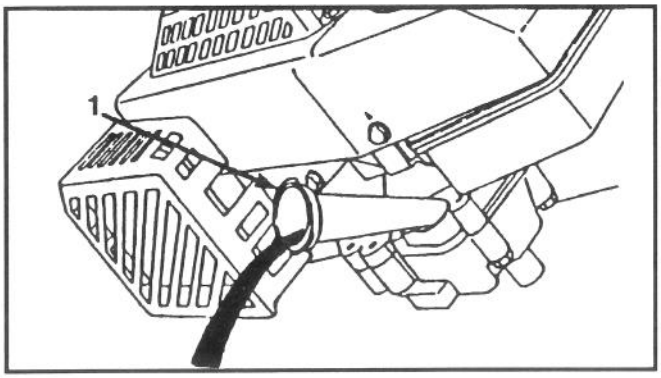

Afbeelding 17
4. Zet de maaimachine op zijn linkerzijkant en laat de olie in de bak lopen (Afb. 17).